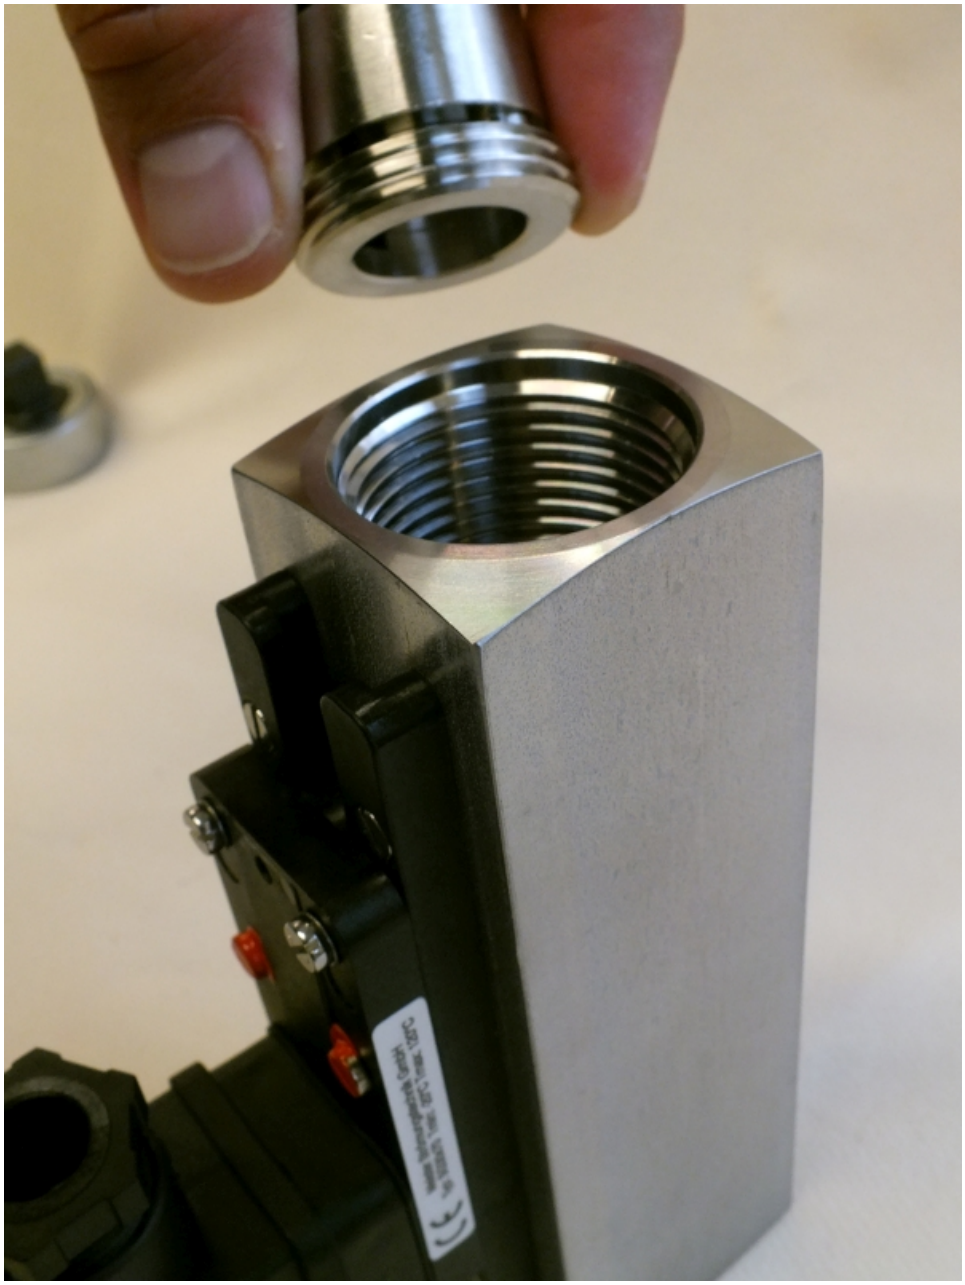

Fig. 47: Remove threaded ring (inlet)
8. Unscrew the threaded ring (inlet) from the device body (*Fig. 47*)